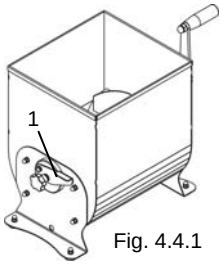

Fig. 4.4.1
- Alzare la leva frontale “1” Fig. 4.4.1.
- Alzare la leva frontale "1" Fig. 4.4.1.